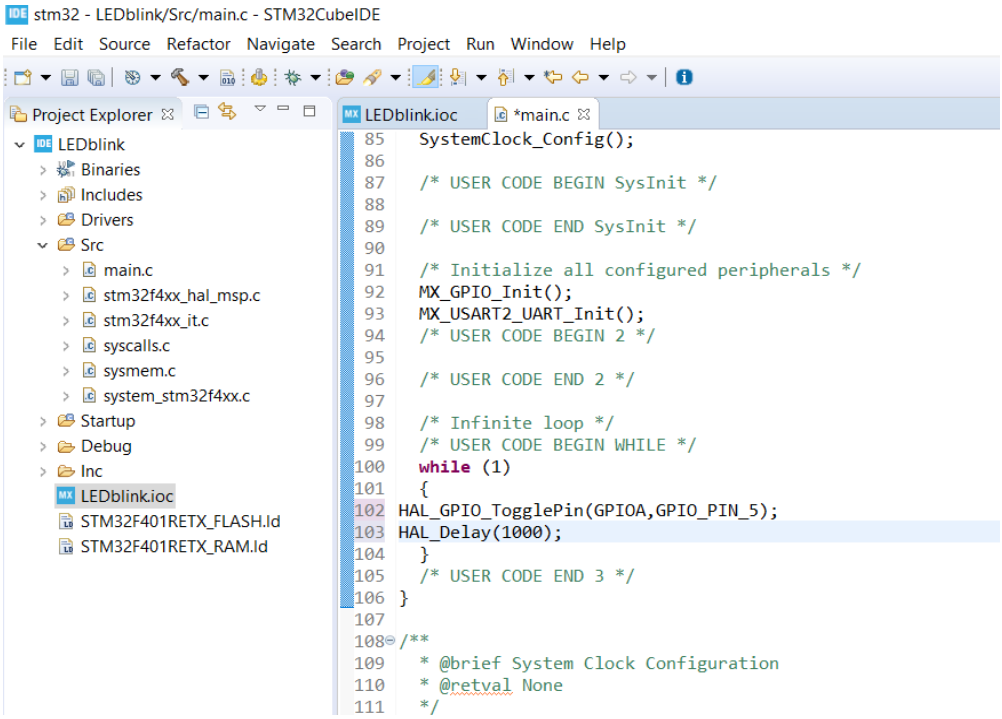

Fig. 6 Writing the program in the while(1){} loop.
1. Open the STM32Cube IDE and in the first while(1){} loop write the program as in Fig. 6. Here, the HAL_GPIO_TogglePin() command toggles the signal level between HIGH and LOW levels sent to the I/O pin 5 from the STM32 microcontroller.